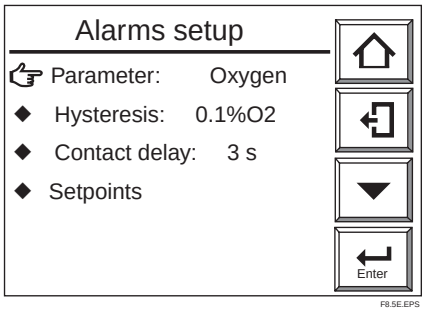
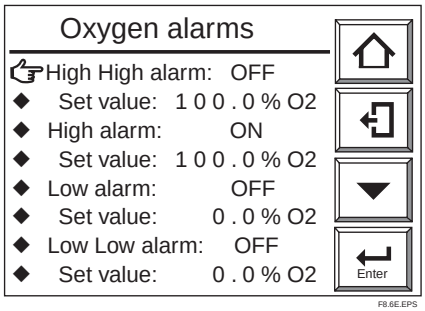

Figure 8.5 Alarms Setup Display
Figure 8.6 Oxygen Alarms Display
(1) Press the Setup key in the basic panel display to display the Execution/Setup display.
(2) Select Setup in the Execution/Setup display. The “Commissioning” (Setup) display then appears.
(3) Select the Alarm setup in the “Commissioning” (Setup) display. The Alarms setup display shown in Figure 8.5 then appears.
(4) Select Hysteresis in the Alarm setup display. The numeric-data entry display then appears. Enter the desired hysteresis value as a percent of oxygen concentration. To set 2.5% O_2, enter “0025.” The hysteresis setting can be in the range 0 to 9.9% O_2.
(5) Select the Contact delay in the Alarms setup display. The numeric-data entry display then appears. Enter the desired delay time, in seconds. To set three seconds, enter “003.” The delay time setting can be in the range 0 to 255 seconds.
(6) Select the Setpoints in the Alarms setup display. The Oxygen alarms display then appears, as shown in Figure 8.6.
(7) When you select “High alarm” in the Oxygen alarms display, the “off” or “on” selection display then appears. If you select “on,” the High alarm will then be enabled (enable/disable).
(8) To set the High alarm values select “Set value” just below the High alarm. The numeric-data entry display then appears. Enter the alarm set value (percent of oxygen concentration). If you want to set the alarm value to 10% O_2, enter “010.”
(9) Set the other alarm settings in the same manner as in the steps above.